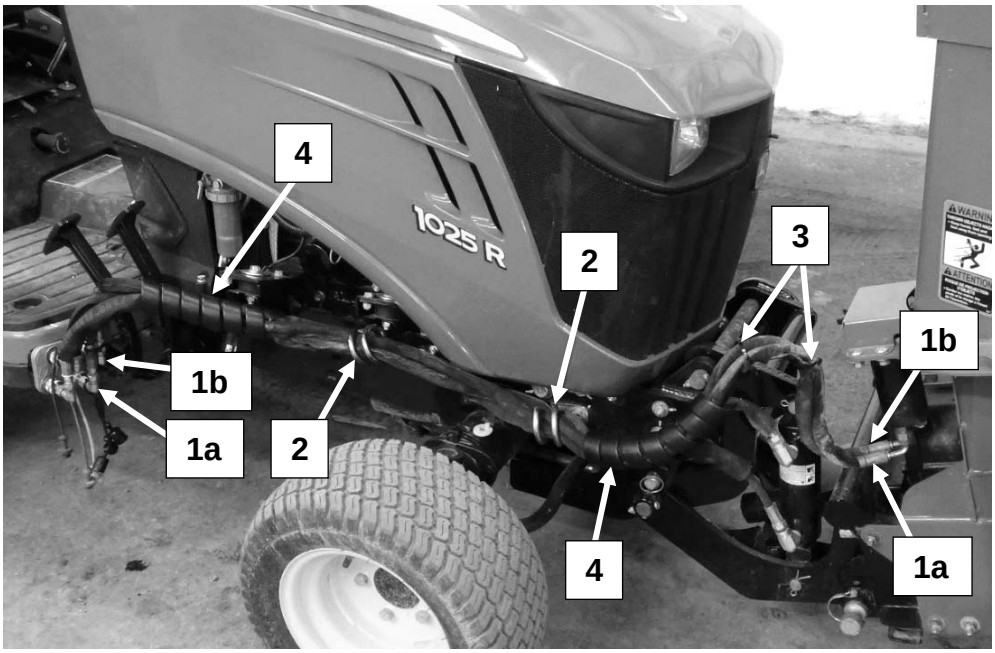

Figure 20
Figure 20 : Insérer les boyaux (items 1a et 1b) dans les deux supports de boyaux (item 2) et fixer les accouplements hydrauliques et le connecteur électrique de la souffleuse aux accouplements hydrauliques et au connecteur électrique du tracteur tel qu'illustré sur la **figure 20**. Finalement, fixer les deux boyaux avec trois attaches de nylon (item 3) et les deux protecteurs de boyaux noir 10" lg (item 4) aux endroits indiqués sur la figure 20.